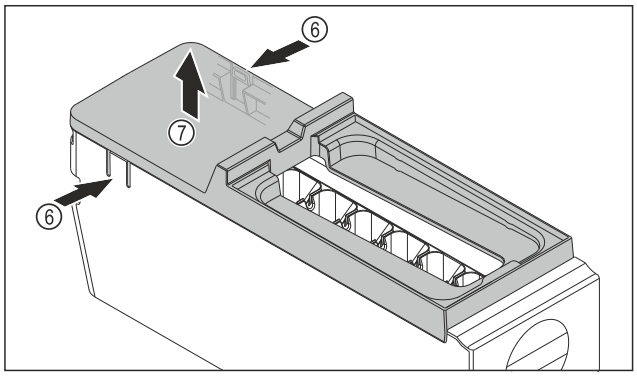

Fig. 183
▶ Extraer la cubierta del EasyTwist-Ice: Presionar con la mano las lengüetas *Fig. 183 (6)* a ambos lados del cuerpo del EasyTwist-Ice.
▶ Sacar la cubierta *Fig. 183 (7)* con la otra mano tirando hacia arriba.